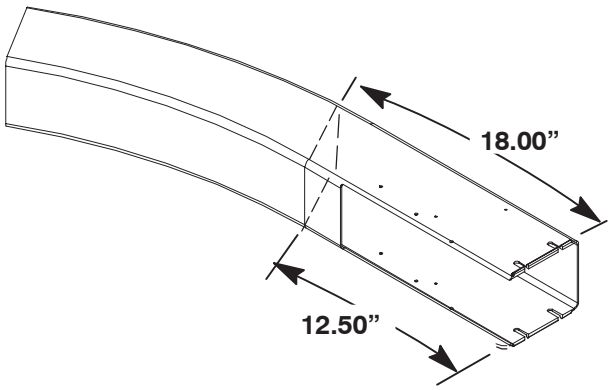

Figure 18
1. Using dimensions shown in Figure 18, use a tape measure and mark the chute.